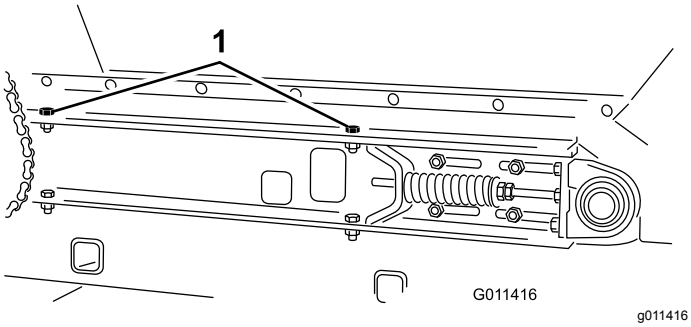

**Figur 32**
4. Fjern de to hodeskruene, skivene og mutterne som fester beholderen til skyveplanet på hver side av maskinen (Figur 32).